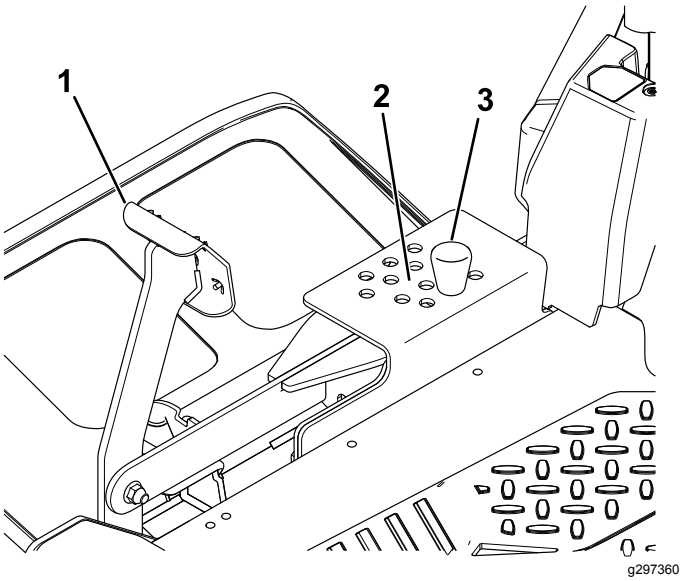

Figur 35
2. For å justere fjerner du bolten fra klippehøydebraketten (Figur 35).
3. Velg det hullet i klippehøydesystemet som svarer til ønsket klippehøyde, og sett inn pinnen (Figur 35).